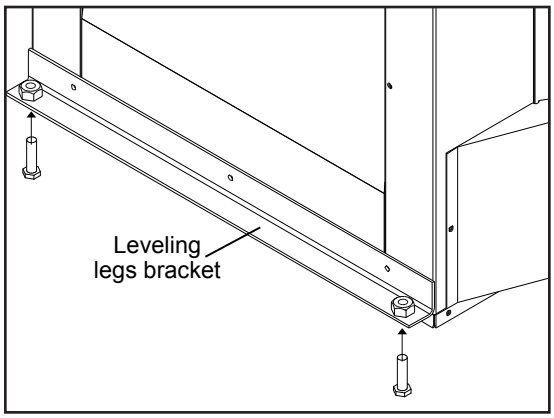

**Figure 21: Installation of Leveling Legs.**
6. Install the leveling legs. Thread the two (2) 5" (13 cm) bolts and locknut up into the captive nuts at each end of the leveling leg bracket (refer to Figure 21).